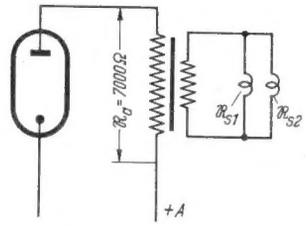

Bild 3. Anpassung der Schwingspulen zweier Lautsprecher an eine Endröhre mit einem gemeinsamen Ausgangsübertrager
Eine zweite Möglichkeit der Anpassung beider Lautsprecher ist dadurch gegeben, daß man nur einen Ausgangsübertrager vorsieht und lediglich die Schwingspulen an die Sekundärseite des Übertragers legt. Sind beide Schwingspulen mit ihren ohmschen Widerständen gleich groß, so können sie parallelgeschaltet werden (Bild 3). Der resultierende Scheinwiderstand $\mathfrak{R}_s$ ist dann nur halb so groß wie die jeweiligen Einzelscheinwiderstände $\mathfrak{R}_{s1}$ und $\mathfrak{R}_{s2}$. Das Übersetzungsverhältnis des Übertragers wird damit in Abänderung von Gl. (1)
Die Gl. (5) gilt, um es nochmals zu erwähnen, nur für den Fall, daß beide Schwingspulen denselben ohmschen bzw. Scheinwiderstand aufweisen. Bei verschiedenen Schwingspulenwiderständen muß der resultierende Scheinwiderstand $\mathfrak{R}_s$ nach der Formel für die Parallelschaltung von Widerständen errechnet werden. Es ist dann nach Bild 3